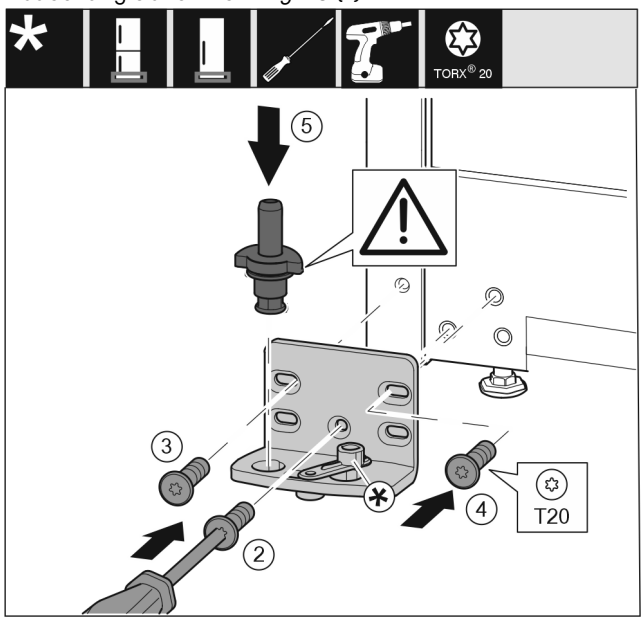

Fig. 19
- ▶ Lagerbock auf der anderen Seite ansetzen und mit Hilfe eines Schraubendrehers T20 anschrauben. Mit Schraube 2 unten in der Mitte beginnen. *Fig. 19 (2)*
- ▶ Schraube 3 und 4 festschrauben. *Fig. 19 (3,4)*
- ▶ Lagerbolzen komplett einsetzen. Dabei darauf achten, dass der Rastnocken nach hinten zeigt. *Fig. 19 (5)*